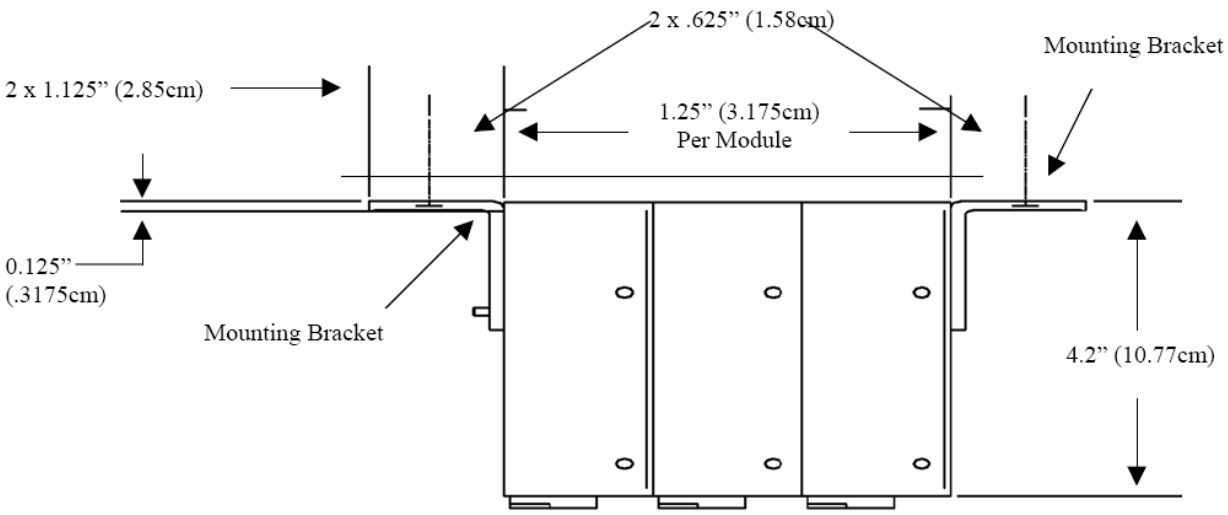

图 3.7：Nexus®输出模块安装图，顶视图
- 如果多个 I/O 模块连在一起，如图 3.7 所示，将安装支架装在两侧。一台 Nexus®1250/ 1252 仪表最多可以为 4 个模块提供所需的电源。如果需要连接更多的 I/O 模块，需要增加外部电源，如 EIG 的 PSIO。多个 I/O 模块之间通过 RS485 从侧面的口相连。